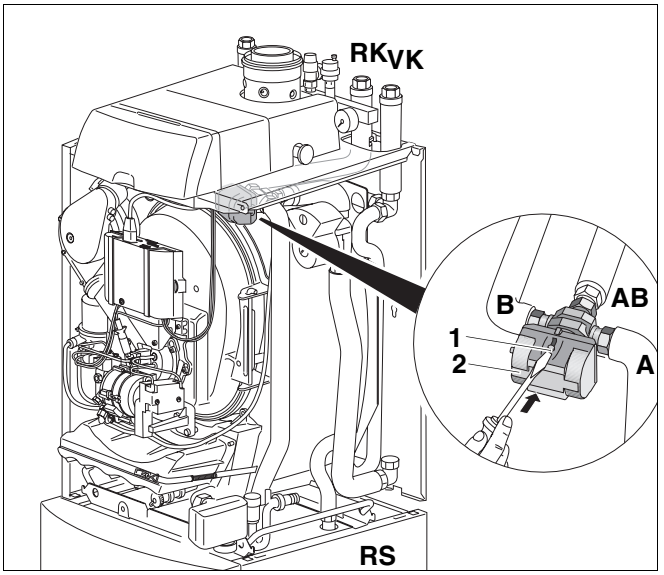
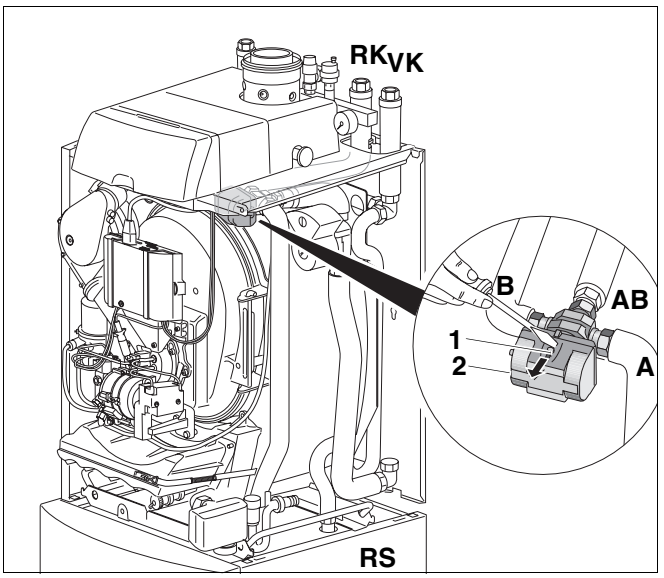

Bild 21 Manueller Umschalter des Dreiwegeventils bei Logano SB105T (Lupe zeigt das Dreiwegeventil von vorne)
Bild 24 Manueller Umschalter des Dreiwegeventils bei Logano SB105T (Lupe zeigt das Dreiwegeventil von vorne)
- Manuelle Umschaltung des Dreiwegeventils (Bild 21, **Pos. 2**) durch Drücken des manuellen Umschalters (Bild 21, **Pos. 1**) in die Richtung von AB umschalten. Hierdurch wird der Durchfluss von AB-B auf AB-A umgeschaltet.
Beachten Sie, dass das Dreiwegeventil (Bild 21, **Pos. 2**) ohne Strom zwischen den Anschlüssen AB und B offen ist (siehe Bild 21).
Für Notbetrieb: Bei defektem Stellantrieb kann das Dreiwegeventil (Bild 21, **Pos. 2**) mit Hilfe des manuellen Umschalters (Bild 21, **Pos. 1**) von AB - B zu AB - A geöffnet werden (siehe Lupe in Bild 21).
- Gegebenenfalls manuellen Umschalter (Bild 24, **Pos. 1**) des Dreiwegeventils (Bild 24, **Pos. 2**) in Betriebsstellung bringen.
Für die manuellen Einstellmöglichkeiten am Dreiwegeventil des Logano SB105T beachten Sie bitte Bild 21, Seite 29 sowie den dazugehörigen Anwenderhinweis und Bild 24, Seite 31 mit dem dazugehörigen Text.